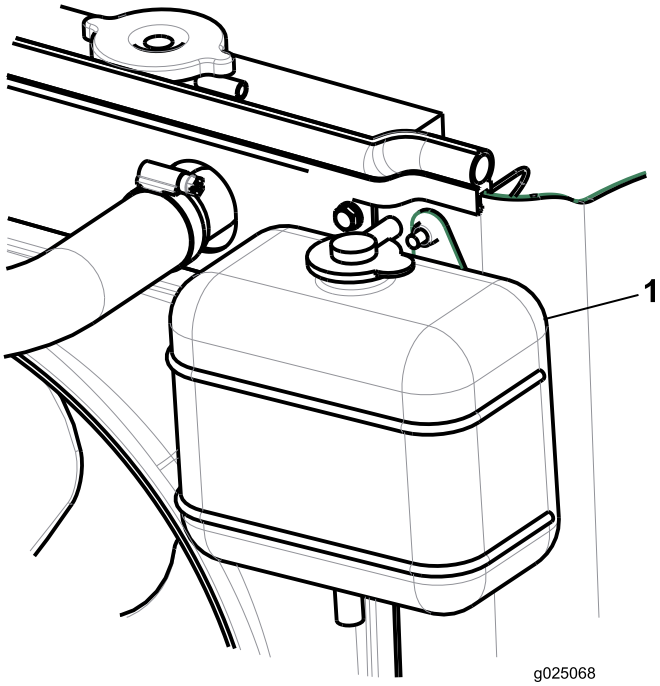

Figur 25
2. Kontrollera kylvätskenivån i expansionstanken (Figur 25). Nivån bör ligga mellan markeringarna på sidan av tanken.